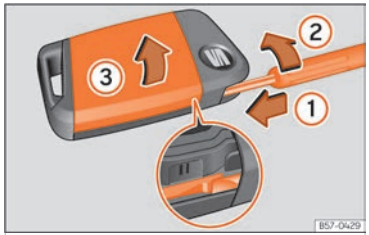

Fig. 49 Clau del vehicle: obertura de la tapa del compartiment per a la pila.
- Introduïu un tornavís de fulla plana a la clau de el vehicle, per la guia exterior de la clau d'emergència, aprox. 1 cm en el sentit de la fletxa ››› fig. 49 ①.
- Feu girar el tornavís en el sentit de les agulles del rellotge fins que la tapa s'obri ››› fig. 49 ②.
- Desplaceu la tapa en el sentit de la fletxa ››› fig. 49 ③ i retireu-la ››› ⓘ.